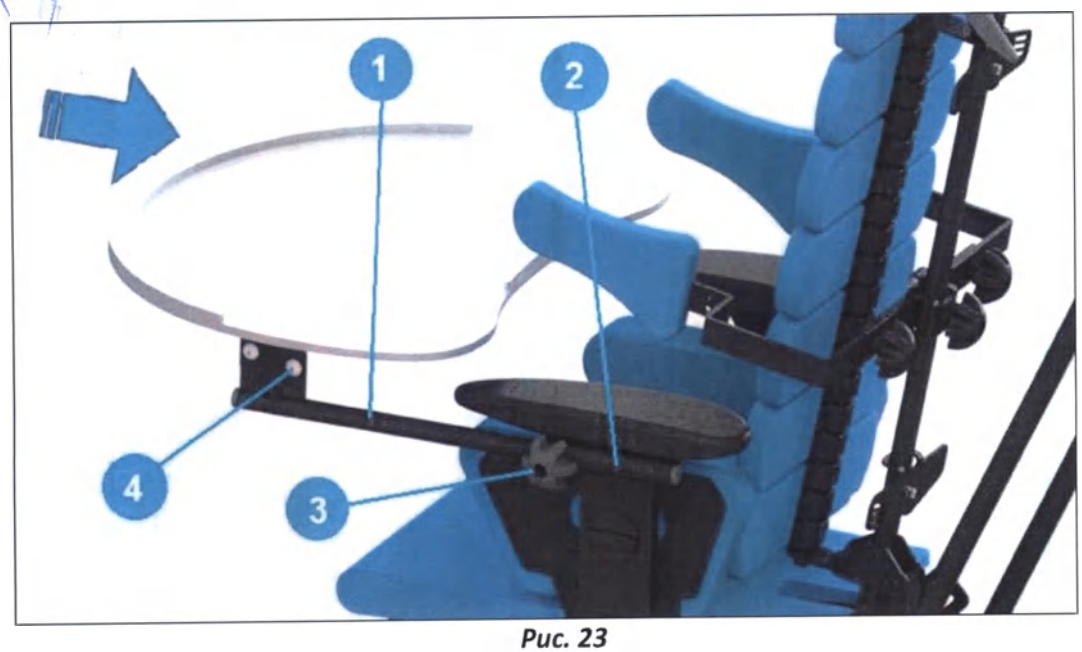

Рис. 23
8.9.3 Регулировка угла наклона столика *Рис. 23*.